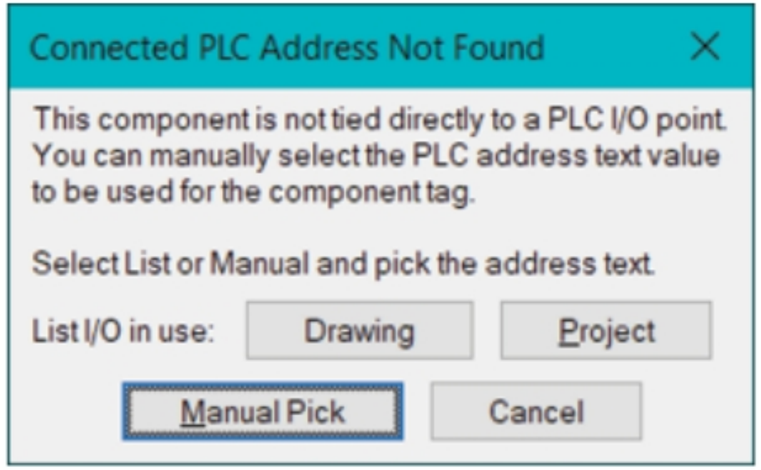

Figure-11. Connected PLC Address Not Found
- You can link your component with PLC by using the tag of PLC. To do so, click on the **Use PLC Address** button. If your components are not directly connected to PLC via wires as in our case then the **Connected PLC Address Not Found** dialog box will be displayed; refer to Figure-11.